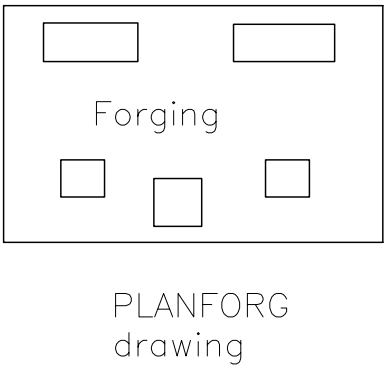
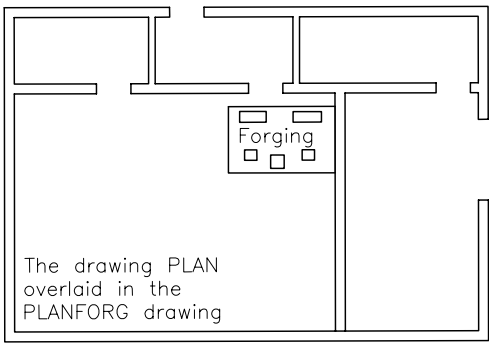

***Figure 18-19*** *The PLANFORG drawing*
***Figure 18-20*** *The PLANFORG drawing after overlaying the PLAN drawing*
3. Open the PLANFORG drawing, refer to Figure 18-19 and select the **Overlay** radio button in the **Attach External Reference** dialog box, which is displayed after you have selected the PLAN drawing to reference. The PLAN drawing is overlaid on the PLANFORG drawing, refer to Figure 18-20. Save the drawing.